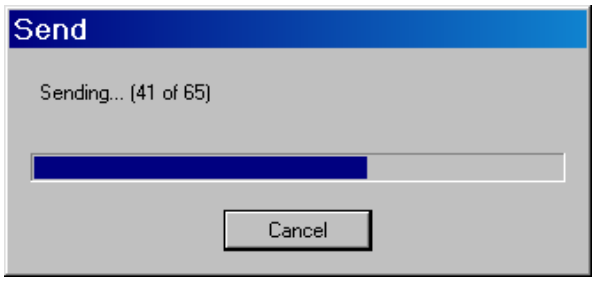
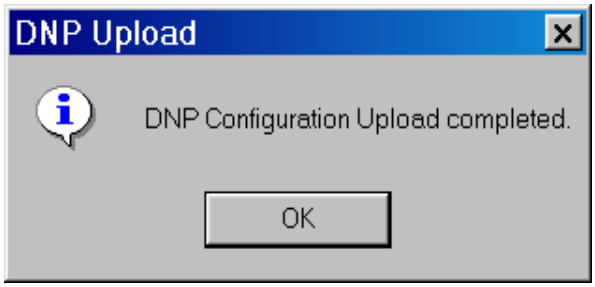

Figure C-4 Send Dialog Screen
Figure C-5 DNP Upload Confirmation Screen
c. Select the file to be opened, then select Open. TapTalk will initiate the file transfer as indicated by the “Send” dialog screen (Figure C-4), followed by a “DNP Upload” confirmation screen (Figure C-5).